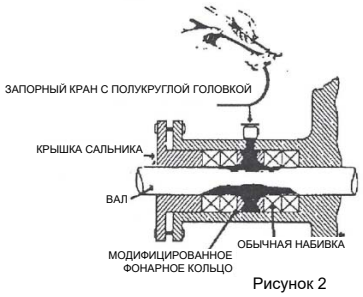

Рисунок 2
3. Присоедините муфту с полукруглой головкой к запорному крану с полукруглой головкой и медленно выдавите полужидкую набивку в сальник во время работы насоса при низкой нагрузке. (Рис. 2). (Не прилагайте чрезмерного давления к шприцу для смазки, когда ощущается сопротивление).